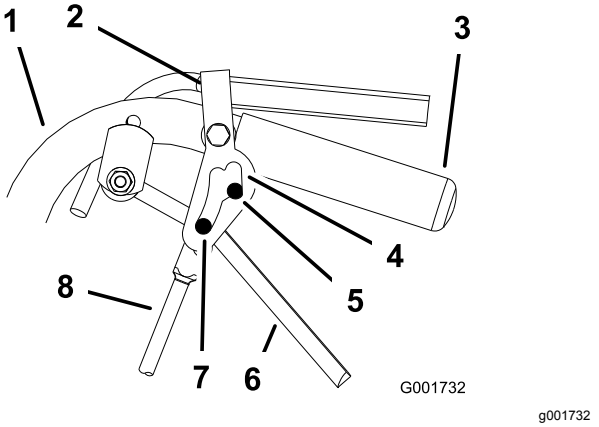

Figuur 40
5. Schakel de vergrendelde neutraalstand in en uit en controleer of de band niet draait (Figuur 40). Blijf dit proces herhalen totdat de band niet meer draait.